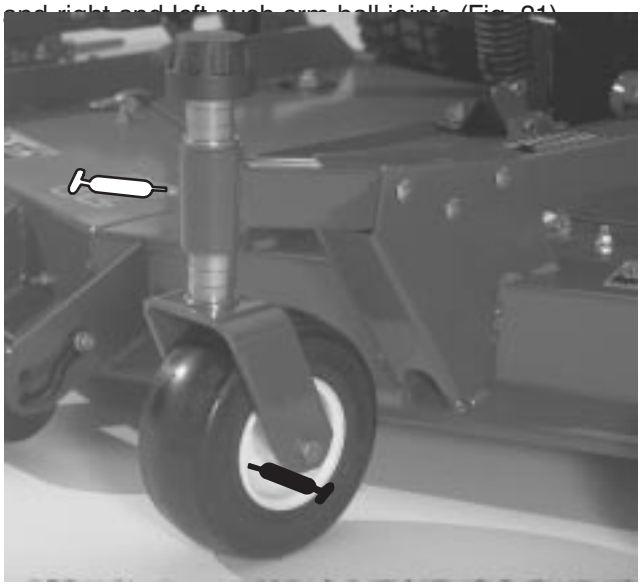
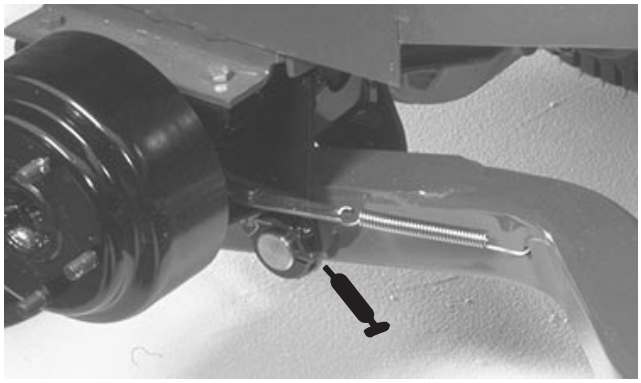
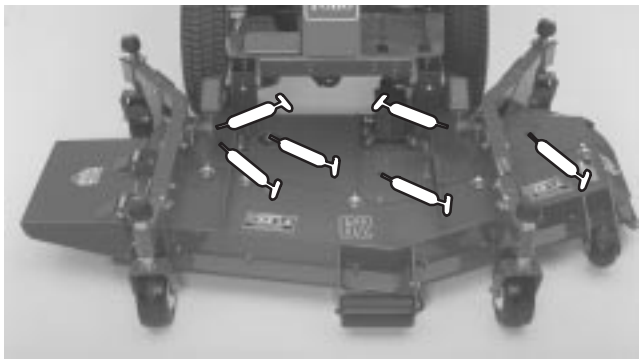

Figure 19
Figure 20
Figure 21
GREASE BEARINGS, BUSHINGS AND GEAR BOX (Fig. 19–22)
1. The cutting unit has bearings and bushings that must be lubricated, and these lubrication points are: front castor spindle bushings (Fig. 19); front and rear castor wheel bearings (Fig. 19); right and left lift arm pivot pins (Fig. 20): blade spindle bearings (Fig. 21): and right and left push arm ball joints (Fig. 21).